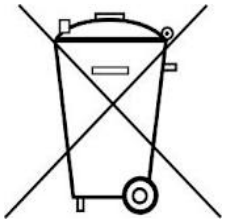

Fig. 1 Experimenteller Aufbau mit dem Kundt'schen Rohr
- Kundt'sches Rohr mit Mikrofonsonden bestücken und aufstellen. (siehe Fig. 1)